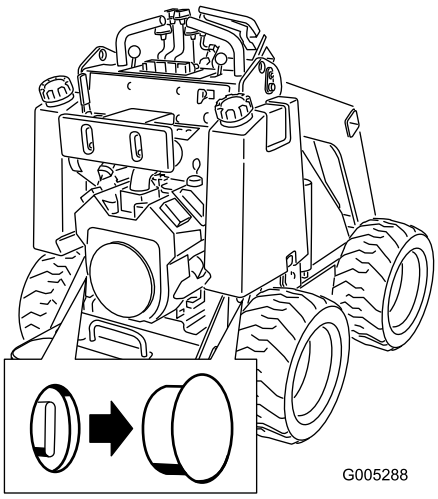

Figura 10
2. Retire el tapón que cubre cada válvula de remolcado, situada debajo de cada depósito de combustible Figura 10).